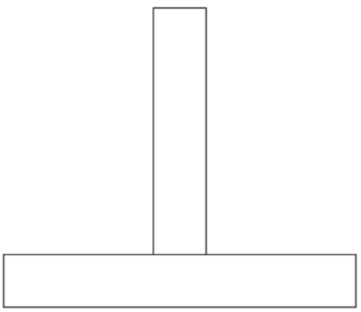

FIGUUR 1 (3)
1.3 FIGUUR 1 op die ANTWOORDBLAD (aangeheg) toon 'n T-las wat gesweis moet word. Op die ANTWOORDBLAD, voeg 'n sweissimbool in FIGUUR A in wat 'n rondom hoeksweislas wat ter plaatse ('on-site') gedoen word, aandui. (3)